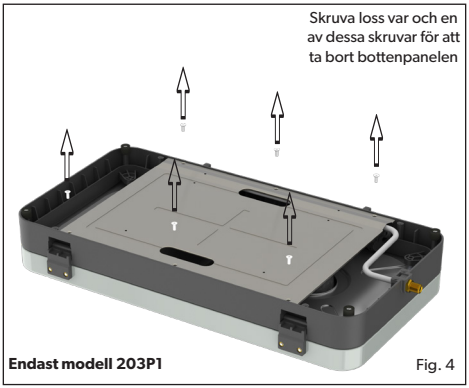
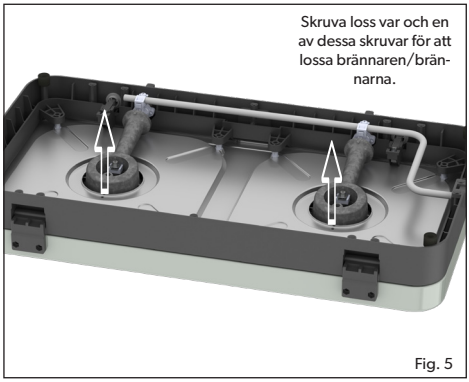
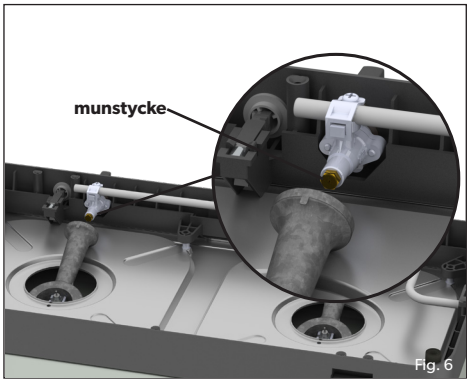

Fig. 4
Fig. 5
Fig. 6
- **För att byta ut jetmunstycket**: Ta bort eventuella tillagningsytor, stäng locket och vänd apparaten upp och ner. Skruva försiktigt loss bottenpanelen genom att ta bort skruvarna (fig. 4) (endast modell 203P1). Skruva loss skruven för den eller de berörda brännarna (fig. 5), lossa den försiktigt och släpp brännaren enligt bilden för att exponera strålen. Observera att brännaren är ansluten till piezokabeln, efter att du har bytt ut jetmunstycket och återmonterat det, kontrollera att denna kabel fortfarande är ansluten. Jetmunstycket kan nu ses på ventilen, ta bort jetmunstycket med en lämplig skiftnyckel (fig. 6). Inte använd en tång för att ta bort jetmunstycket, eftersom detta kan skade jetmunstycket och göra det oanvändbart eller omöjligt att ta bort. Skruva i det nya jetmunstycket ventilen. Dra inte åt för mycket eftersom det kan skada jetmunstycket.